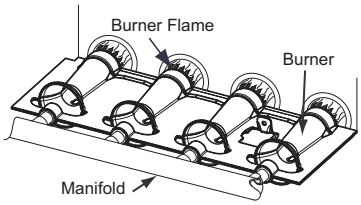

Fig. 68 – Burner Flame
8. Reverse items 6 through 1 for reassembly.
11. Check furnace operation through 2 complete heat operating cycles. Look at burners. Burner flames should be clear blue, almost transparent. See Fig. 68.